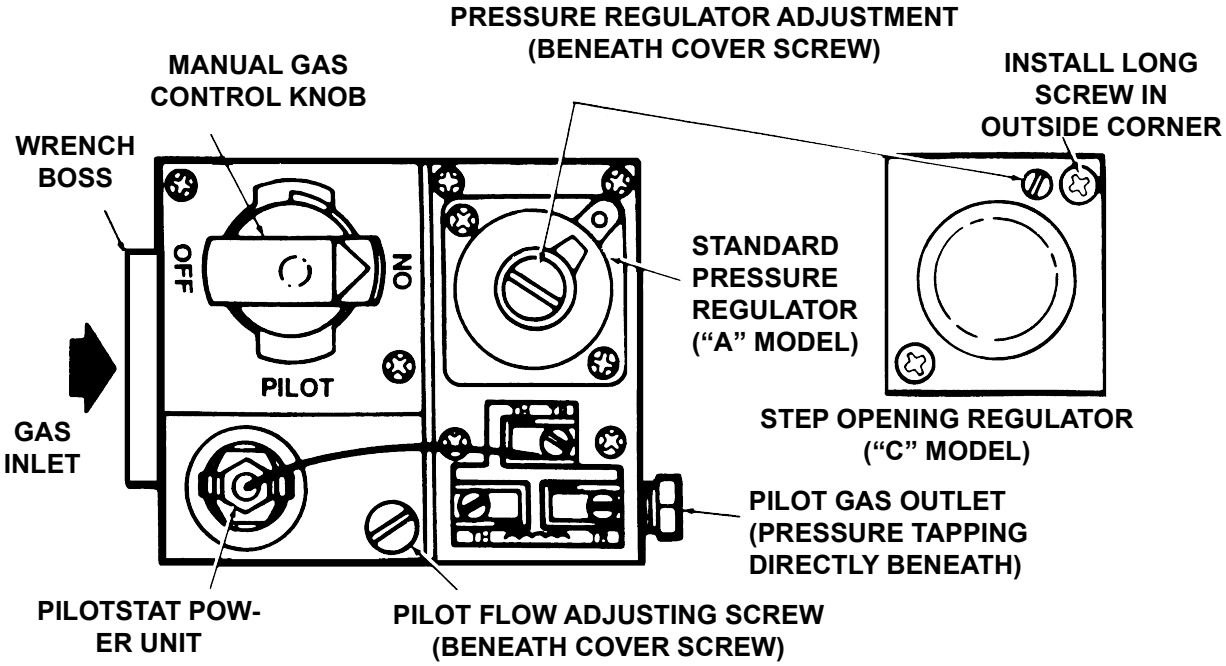

Figure 12. Top View of Standard Capacity Gas Control
A. Remove pilot adjustment cover screw. Refer to Figure 12.